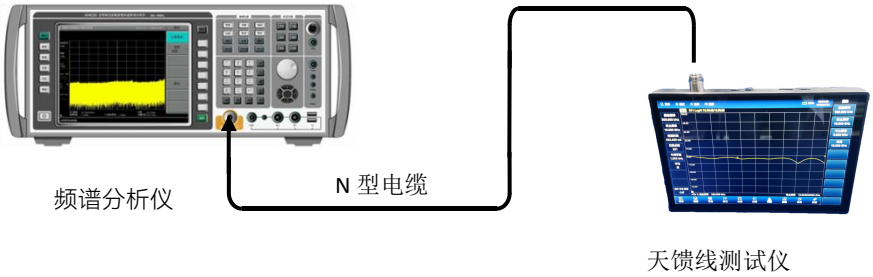

图 7.1 频率范围和频率准确度测试框图
测试框图如图 7.1 所示。
3) 如图 7.1 连接测试仪器，测试仪的端口（射频输出口）连接到频谱分析仪的 RF 输入端口，设置频谱分析仪的参考电平 10dBm，打开频率计数功能;